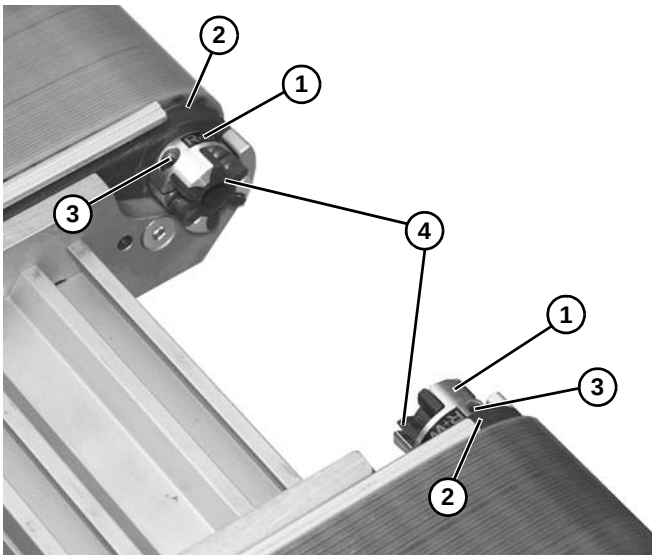

Abbildung 27
5. Den äußeren Teil der 3-Backen-Kopplung **(Abbildung 27, Teil 1)** trennen und auf den Wellenteil jeder Förderbandseite einbauen.
*Beim Befestigen des inneren Teils der 3-Backen-Kopplung **(Abbildung 27, Teil 1)** einen Abstand von 8 - 18 mm von den Kopfplatten **(Abbildung 27, Teil 2)** beibehalten.*
6. Klemmschrauben **(Abbildung 27, Teil 3)** auf 2 Nm festziehen, um die Position des äußeren Teils des 3-Backen-Kopplers festzumachen.
7. 3-Backen-Kreuzschlüssel **(Abbildung 27, Teil 4)** in jedes Ende des äußeren Teils der 3-Backen-Kopplung einbauen.